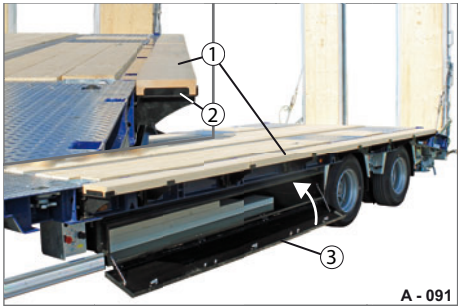

Abb. 82 Alle Bohlen aufgelegt
▶ Platzieren Sie alle Bohlen je Fahrzeugseite (Abb. 82/1) auf Stoß - diese müssen zwischen den Anschlägen (Abb. 82/2) eingespannt sein.
▶ Schließen Sie den Deckel (Abb. 82/3) des Staukastens.